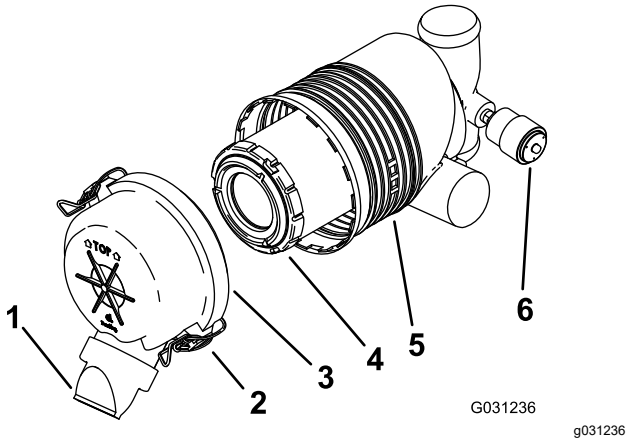

**Figur 41**
***Viktigt:*** **Byt endast ut luftrenarfiltret när serviceindikatorn visar rött (Figur 41). Om du byter luftfiltret tidigare än nödvändigt ökar det risken för att smuts kommer in i motorn när du har avlägsnat filtret.**
5. Lossa spärrhakarna på luftrenaren och dra av luftrenarkåpan från luftrenarhuset (Figur 41).
- Montera luftrenarkåpan med dammkåpan riktad nedåt och fäst spärrhakarna (Figur 41) om serviceindikatorn visar att den är i brukligt skick.
1. Dra försiktigt ut filtret ur luftrenarhuset (Figur 41).
3. Montera filtret med försiktighet (Figur 41).
4. Montera luftrenarkåpan med dammkåpan riktad nedåt och fäst spärrhakarna (Figur 41).